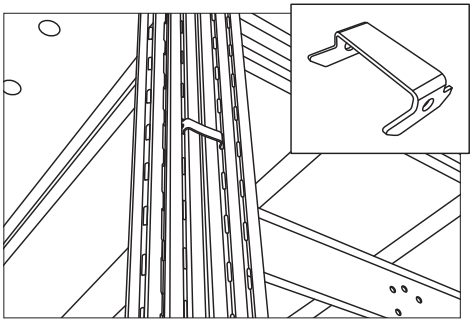

Рис. 20 Соединение секций стеллажей скобой соединительной.
Для обеспечения жёсткости и устойчивости стеллажей при высоте 3000 мм и более необходимо их обязательное крепление к полу и стене, а при размещении «спина к спине» стеллажи должны быть дополнительно соединены между собой соединительными скобами (рис. 20).
3. Крепление секций с помощью скобы соединительной. Скоба соединительная используется для соединения стоек смежных секций стеллажей при их размещении по схеме «спина к спине» (рис. 20). Для высоты стеллажей до 2500 мм используется 1 скоба, для 3000 мм — 2 скобы, для 3500 мм и выше — 3 скобы.